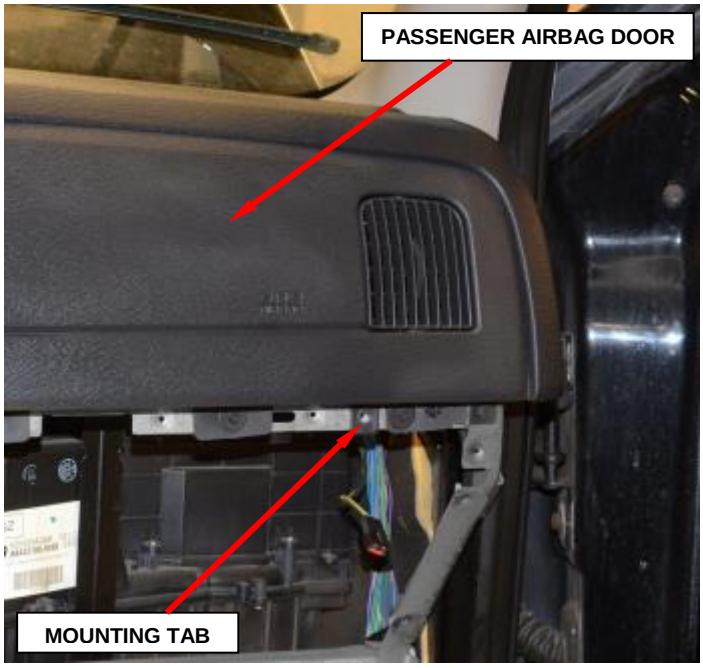

Figure 26 – Panel Outlet Housing Mounting Tab
11. Remove and save the screw that secures the mounting tab of the panel outlet housing to the upper glove box opening reinforcement (Figure 26).